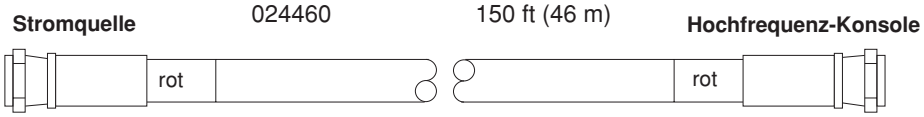

Abbildung 3-13 Kühlmittel-Rücklaufschlauch
④ Kühlmittel-Rücklaufschlauch (rot) (Abb. 3-13)